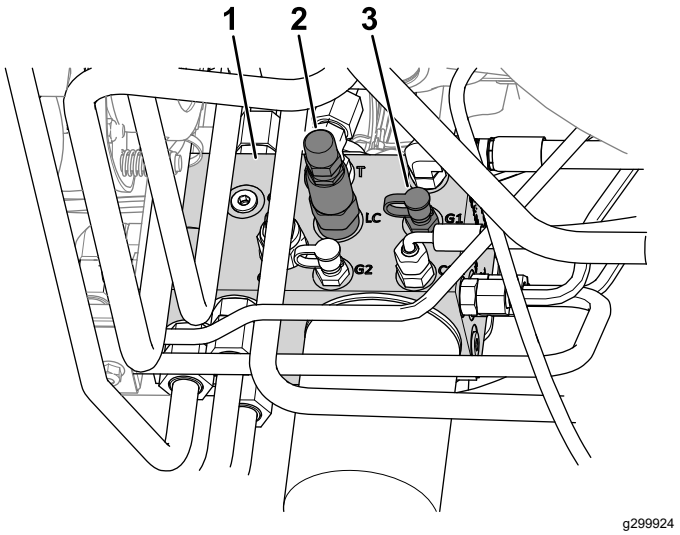

Figura 24
4. Conecte un manómetro al punto de prueba (marcado G1; consulte la Figura 24).
2. Válvula de transferencia de peso (LC)
5. En el lateral del distribuidor de elevación, retire el tapón del punto de prueba (marcado G1; consulte la Figura 24).
6. Afloje la contratuerca del extremo de la válvula de transferencia de peso (marcado LC; consulte la Figura 24).